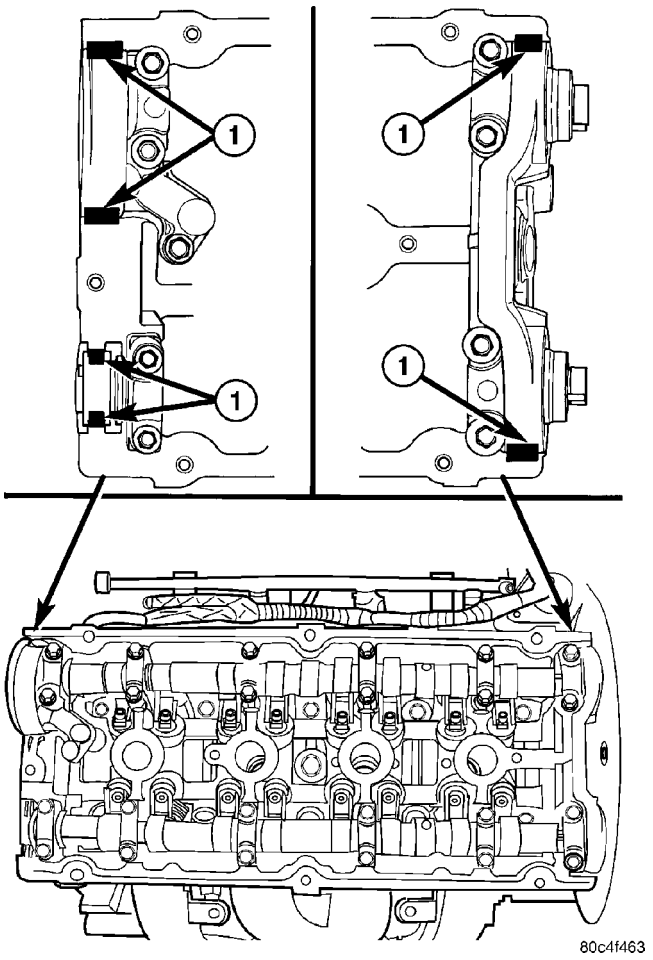

Fig. 31 Sealer Locations
(3) Apply Mopar® Engine RTV GEN II at the camshaft cap corners and at the top edges of the 1/2 round seal (Fig. 31).